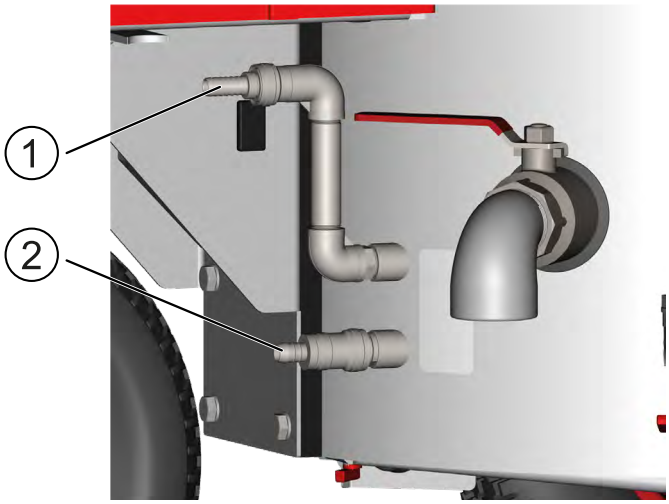

Afbeelding 21: Watertoevoer en waterafvoer
3. Sluit de slang voor de waterafvoer ① aan (zie „Afbeelding 21: Watertoevoer en waterafvoer“ op pagina 37.)
4. Sluit de slang voor de watertoevoer ② aan zie „Afbeelding 21: Watertoevoer en waterafvoer“ op pagina 37.)